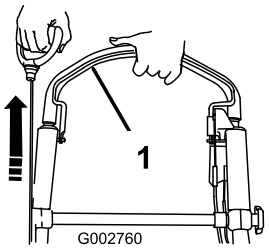

Figuur 23
2. Houd de bedieningsstang van het maaimes tegen de hendel en trek aan het startkoord (Figuur 23).